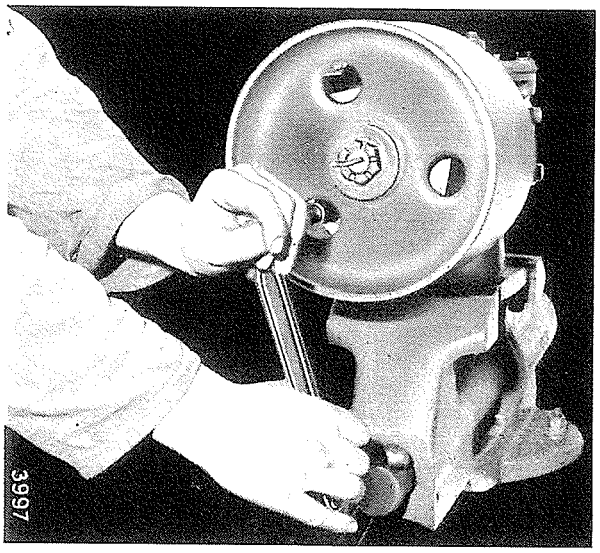

Bild 391
Scheibe, Kronenmutter und Splint anbringen. Abstandring (27) in das Gehäuse einlegen. Ritzelwelle mit angeschraubter Riemenscheibe einsetzen. Ritzelwellenhalter durch die Löcher in der Riemenscheibe anschrauben, Bild 391.